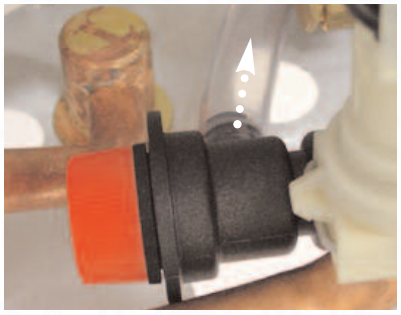

Fig. 18.63
3. Disconnect the flexible pipe *(see Fig. 18.63)*;